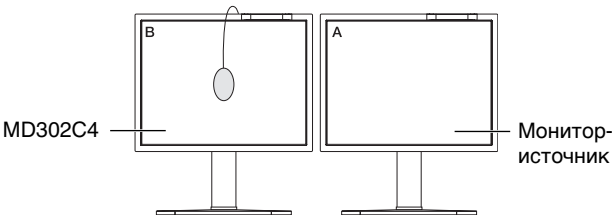

**Рисунок C.2**
7. Чтобы проверить белую точку монитора B, отключите USB-датчик цвета от монитора A и поместите в центр монитора B (**Рисунок C.2**). Чтобы пропустить проверку точки монитора B, нажмите SELECT на этапе 9 и перейдите к FINE TUNING (ТОЧНАЯ РЕГУЛИРОВКА).